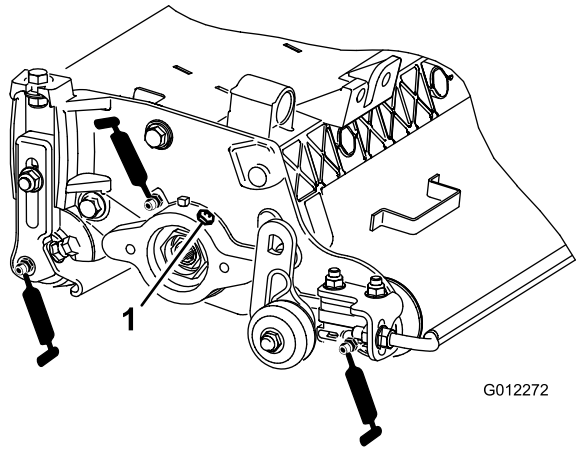

Figuur 8
Elke verticuteerset heeft 6 smeernippels (Figuur 8) die wekelijks moeten worden gesmeerd met nr. 2 smeervet voor algemene doeleinden op lithiumbasis.
2. Breng smeervet aan totdat u schoon vet uit de afdichtingen van de rol en de ontlastklep van het lager ziet komen (Figuur 8).